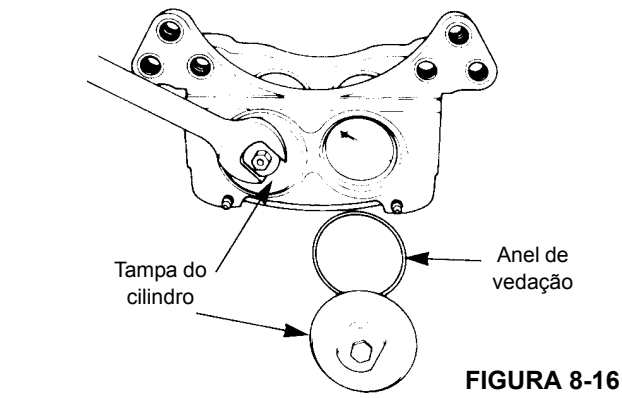

FIGURA 8-16
7. Remova as tampas dos cilindros da carcaça usando uma chave de boca. Remova e descarte os anéis de vedação Figura 8-16.